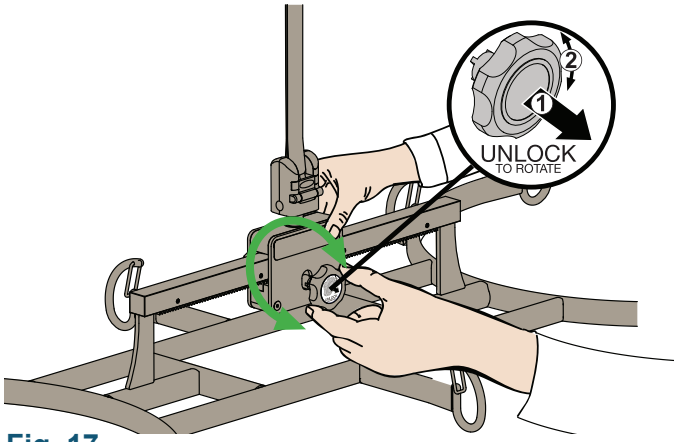

Fig. 17
2. Tournez le bouton. Voir fig. 17.